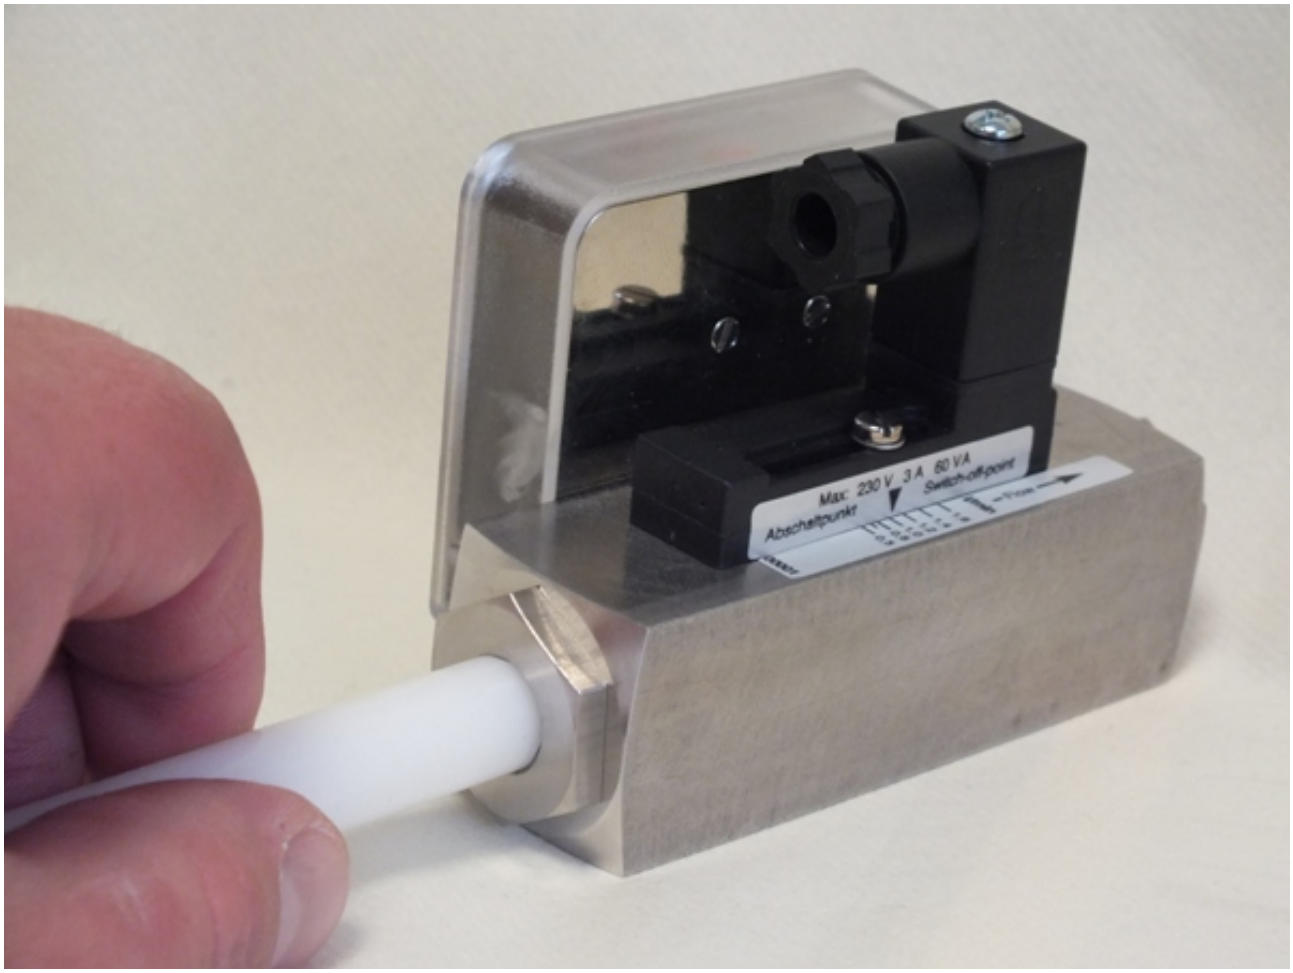

Fig. 61: Check for smooth operation
12. Check the float for ease of movement (*Fig. 61*) by applying light pressure with the test rod.